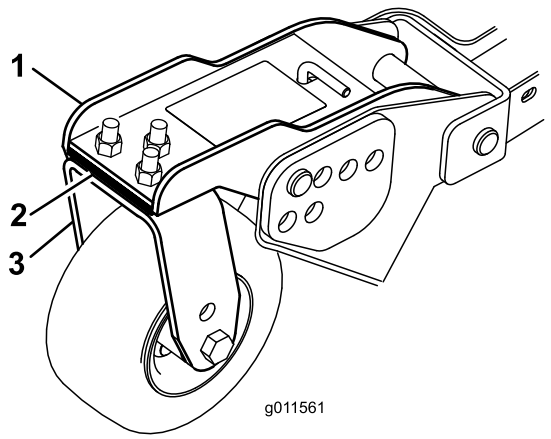

Figura 80
1. Retire os parafusos e as porcas que fixam o braço da roda à forquilha de roda (Figura 80).